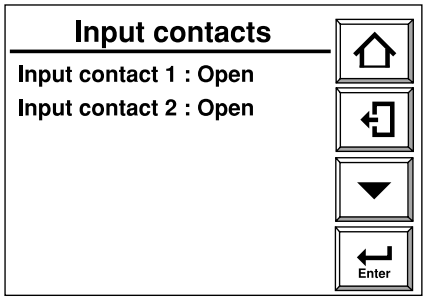

Figura 7.15.4 Display per il controllo dei contatti d'ingresso
(1) Facendo riferimento alla sezione 7.11.1, visualizzare il display controllo contatti.
(2) Visualizzare il display di controllo dei contatti d'ingresso come illustrato nella figura 7.15.4. L'indicazione "open" o closed" del contatto d'ingresso sul display visualizza lo stato corrente dell'ingresso e quindi il display varia in funzione dello stato del contatto. Questa funzione consente di controllare che il cablaggio sia stato effettuato correttamente.